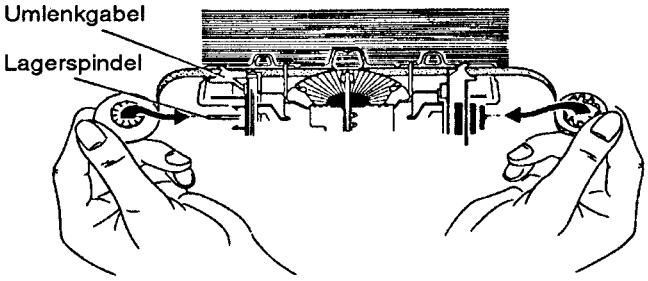

Abb. 1
1. Wickeln Sie so viel Korrekturband von der Spule, dass Sie die Lagerspindeln erreichen können (Abb. 1).
3. Stecken Sie zuerst die volle Spule mit den Transportzähnen auf die rechte Lagerspindel, bis sie einrastet. Anschließend stecken Sie die leere Spule mit dem Zahnkranz auf die linke Lagerspindel (Abb. 1).